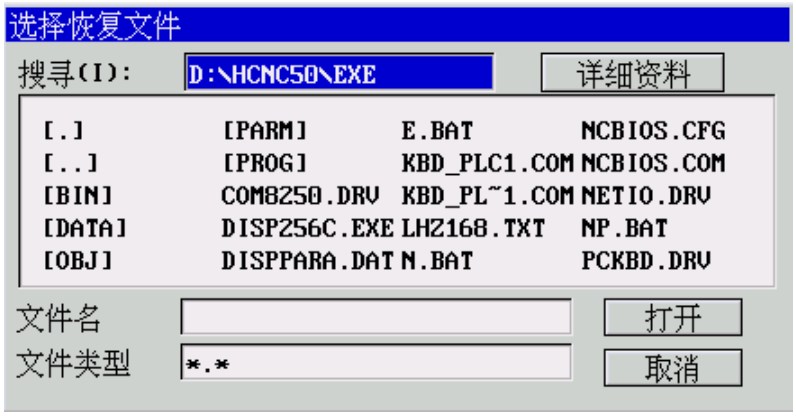

图 9.8.1 选择参数备份文件名
(1) 输入权限口令（参见 9.1 节）；
(2) 在参数功能子菜单下（图 9.0.1）按 **F8** 键，弹出如图 9.8.1 所示对话框；